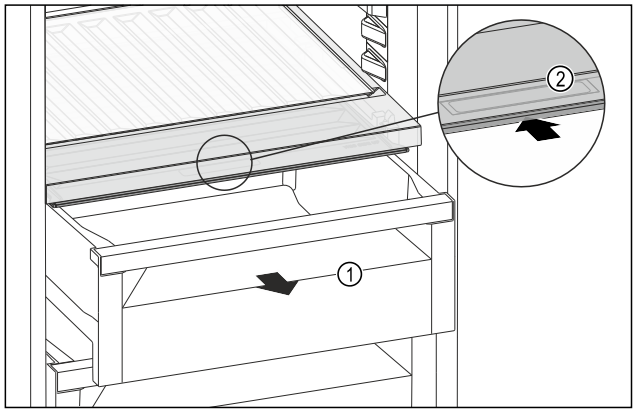

Fig. 198
▶ Estrarre il cassetto *Fig. 198 (1)*.
▶ Afferrare la maniglia incassata *Fig. 198 (2)* sul coperchio dello scomparto e spingere allo stesso tempo all'indietro il coperchio dello scomparto.